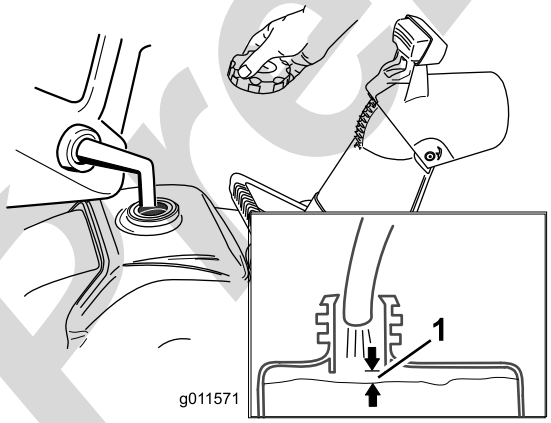

Figur 12
Fyld brændstoftanken op med frisk, blyfri benzin med et oktantal på eller i nærheden af 87 fra en af de større benzinselskabers tankstationer (Figur 12).
1. Sørg for, at brændstoftanken ikke er overfyldt (se Figur 12), og at brændstofdækslet sidder korrekt.